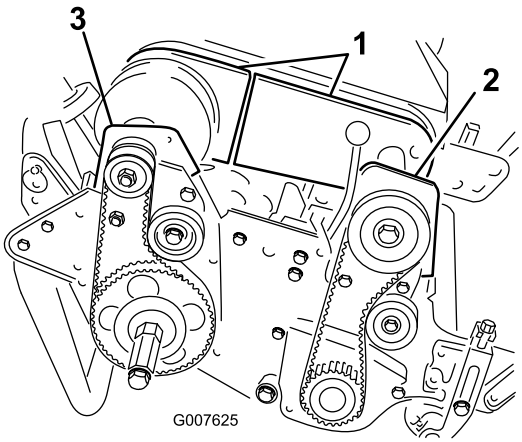

**Figur 45**
4. Fjern boltene som fester den fremre og bakre delen av differensialdekselet til differensialhuset, og skyv dekseldelene bort for å få tilgang til remmen (Figur 45).
6. Fjern de to boltene som fester det fremre clutchhuset til sideplaten (Figur 45).
8. Fjern de to boltene og låsemutterene som fester det høyre bakre lagerhuset til sideplaten (Figur 45).